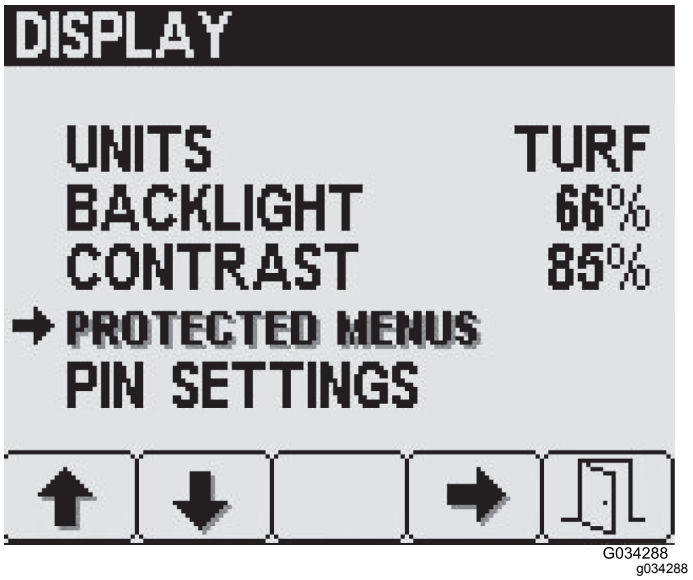

Figuur 29
vervolgens op knop 4 om Beveiligde menu's te selecteren (Figuur 29).
2. Druk op knop 2 om naar de gewenste optie in het menu Beveiligde menu's te gaan (Figuur 29).